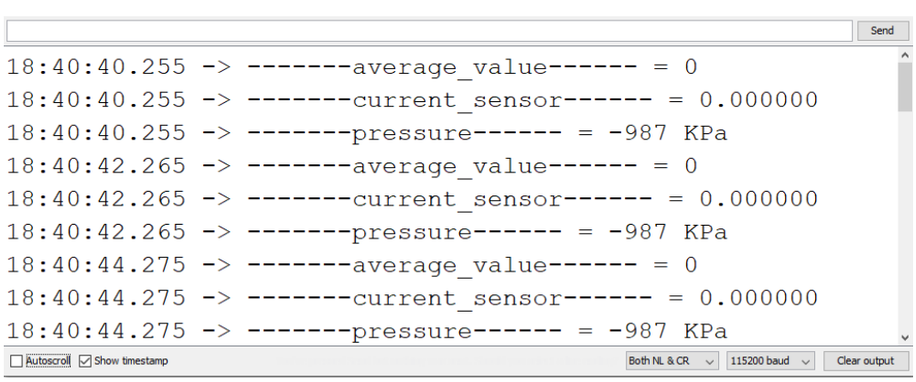

Figure 16: SUP-P300 Hydraulic Pressure sensor data logs
4. When you successfully uploaded the example sketch, open the Serial Monitor of the Arduino IDE to see the sensor's reading logs, as shown in **Figure 16**.